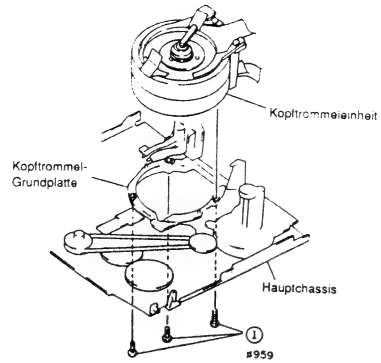

Abb. 2-63
1) Drei (3) Befestigungsschrauben der Kopftrommeleinheit entfernen (siehe Abb. 2-63).